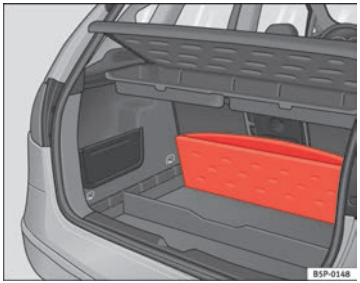

Abb. 105 Variables Ablagefach Gepäckraumboden
– Den Gepäckraumboden anheben und vollständig nach hinten klappen ⇒Abb. 105.